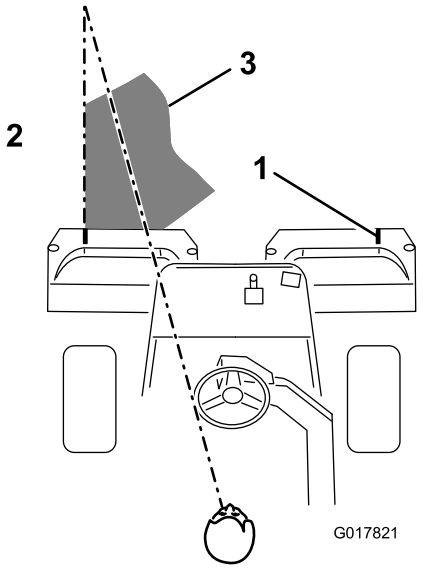

Figur 40
3. Sørg for at overlappe minimalt med den forudgående klipning ved tilbagekørsler. Skab en imaginær, lige sigtelinje på ca. 1,8-3 m foran maskinen frem til kanten af den uklippede del af greenen (Figur 40) som hjælp til at bevare en lige linje på tværs af greenen og for at holde maskinen i en tilsvarende afstand fra kanten af den foregående klipning. Der er nogle, der finder det nyttigt at medtage rattets ydre kant som en del af sigtelinjen, dvs. holde rattets kant på linje med et punkt, der altid holdes i samme afstand fra maskines forende (Figur 40).